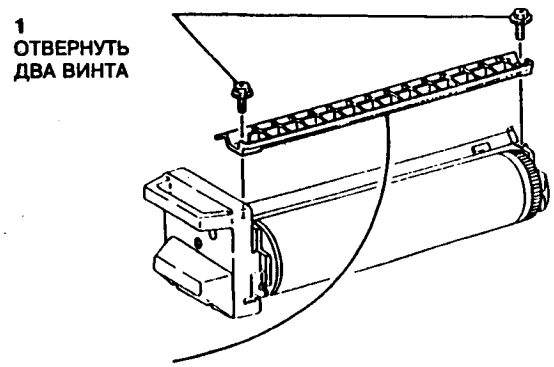

Рис.1 Снятие крышки рельсовой направляющей
4. Снять черную пластмассовую крышку рельсовой направляющей (рис.1).